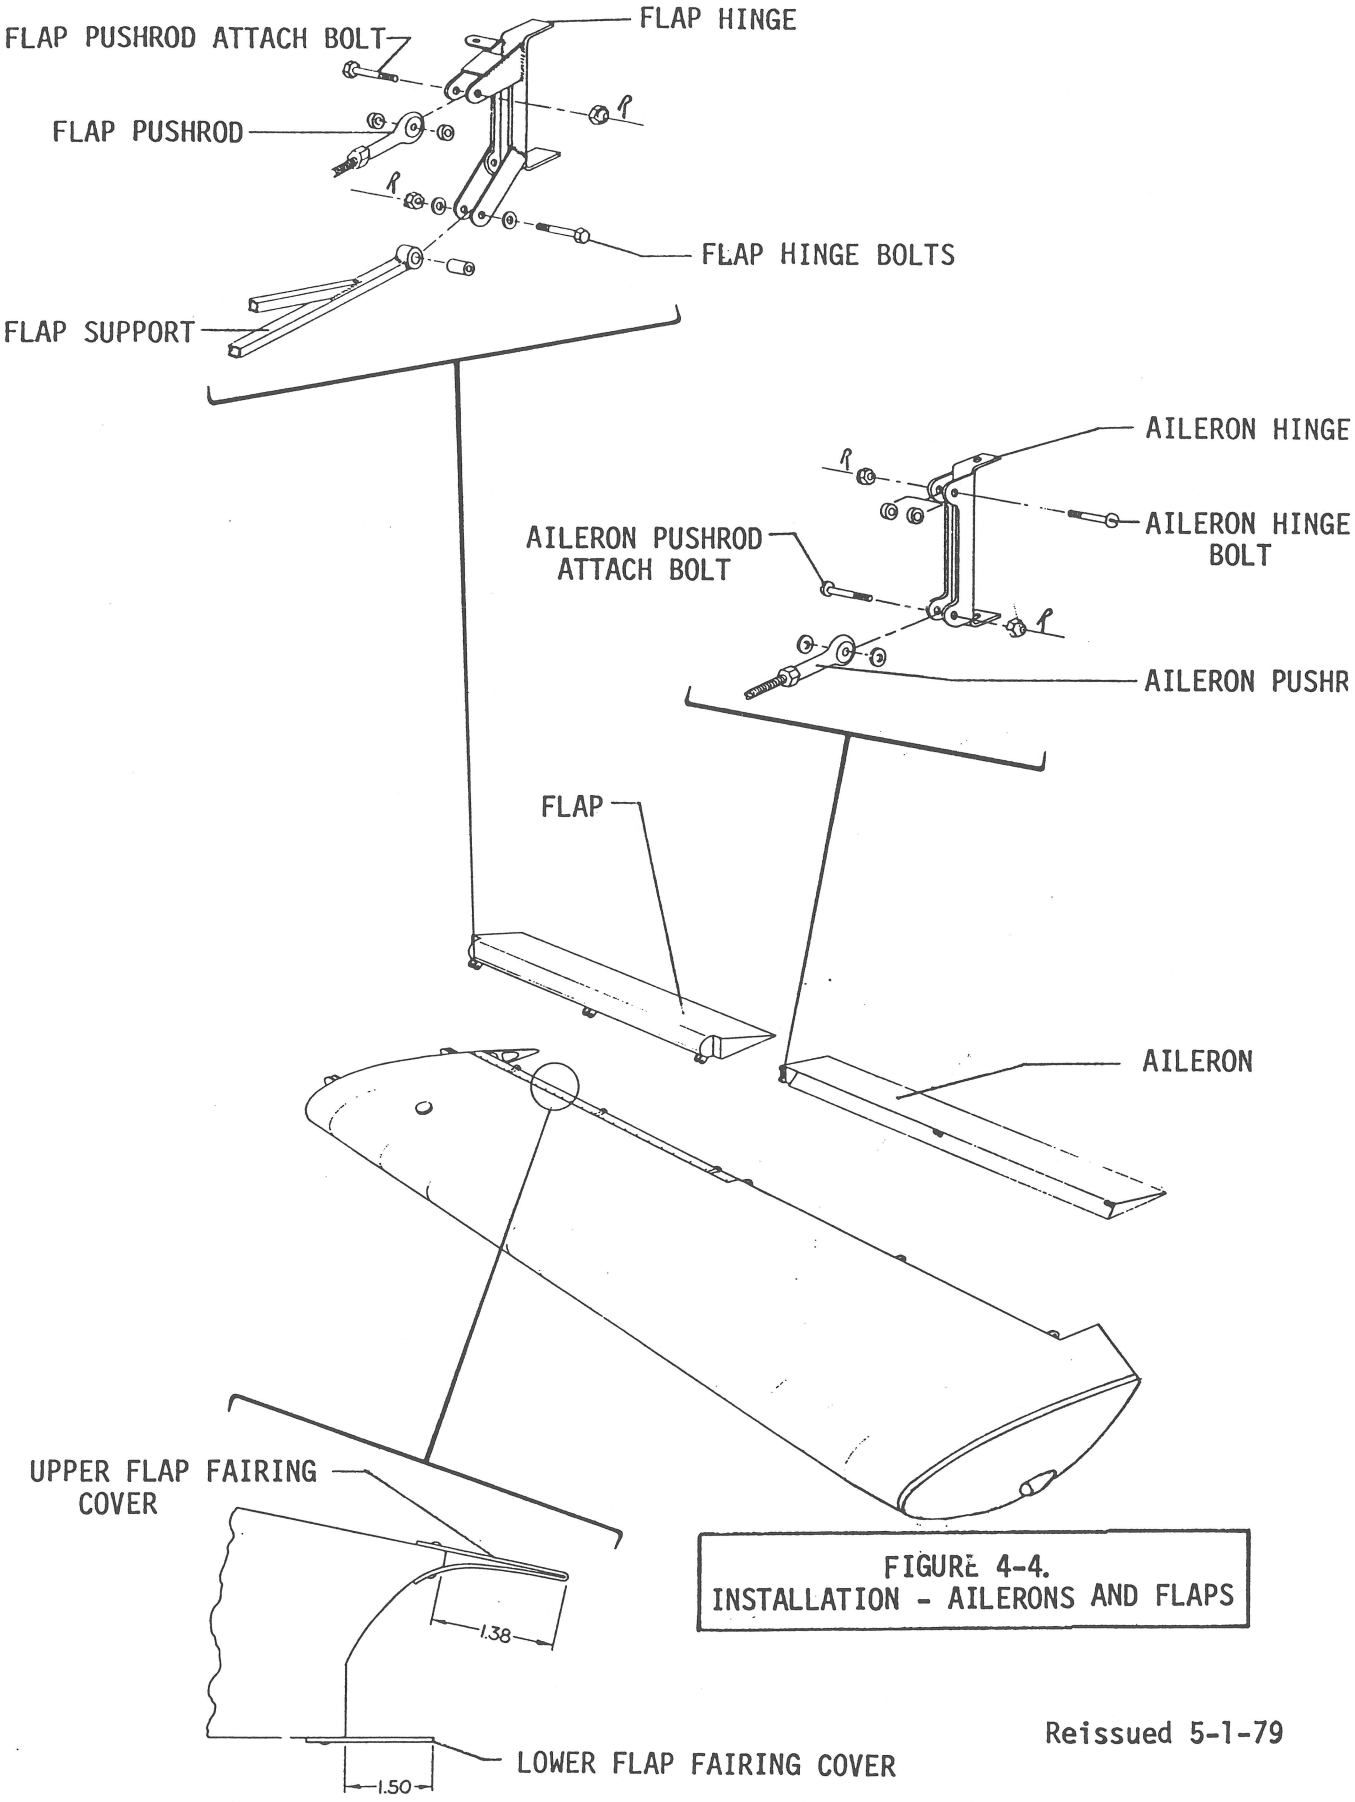

FIGURE 4-4.
4-16. INSTALLATION OF AILERON (Refer to Figure 4-4)
4-17. INSTALLATION OF FLAP - 7GCBC ONLY (Refer to Figure 4-4)
d. Installation of flap gap fairing covers. (Refer to Figure 4-4)